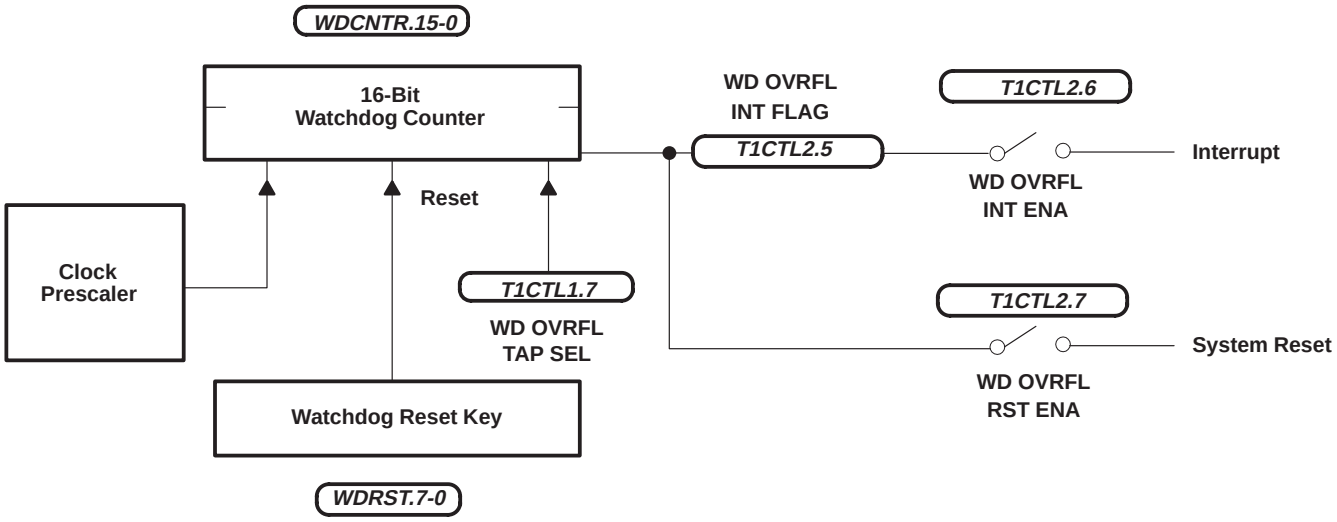

Figure 8. Standard Watchdog
- Standard watchdog configuration (see Figure 8) – for ’C75xA EPROM and mask-ROM devices